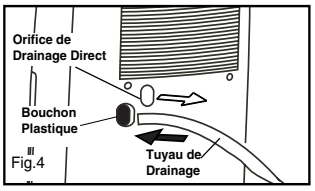

Fig.4
2. Tailler le tuyau de drainage à la longueur nécessaire. Il n'est pas nécessaire qu'il y ait un raccord à une extrémité du tuyau de drainage ou à l'autre. Insérer une extrémité de la section de tuyau directement dans l'ouverture de drainage direct (Fig 4.).